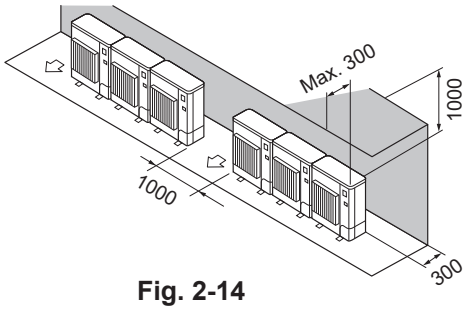

Fig. 2-14
② Solo ostacoli posteriori e superiori (Fig. 2-14)